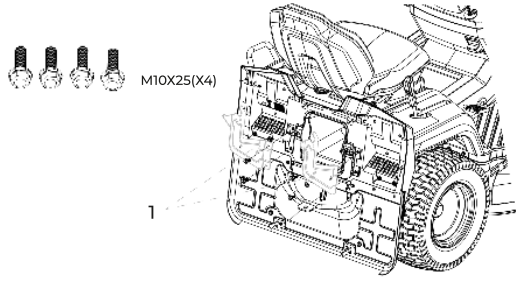

Рис. 9
6.8. Установка поворотного крепления (рис. 9)
• Установите поворотные кронштейны (рис. 9, поз 1) с помощью 4 болтов (M10x25).